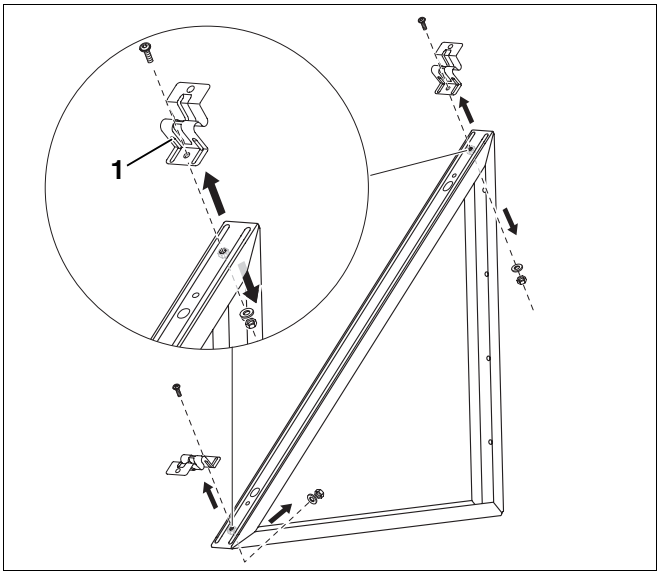

Afb. 38 Collectorhouders losschroeven
- Schroef de collectorhouders (afb. 38, **pos. 1**) van de collectorsteunen los, om de lange U-rails te kunnen monteren.